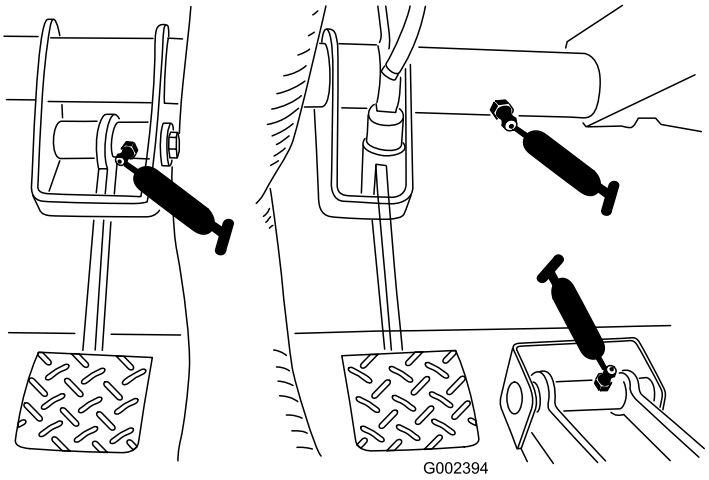

Rysunek 40
- Sprzęgło (1), pedał przyspieszania (1), hamulec (1) (Rysunek 40)
1. Pod filtr paliwa podstaw czysty pojemnik (Rysunek 40).